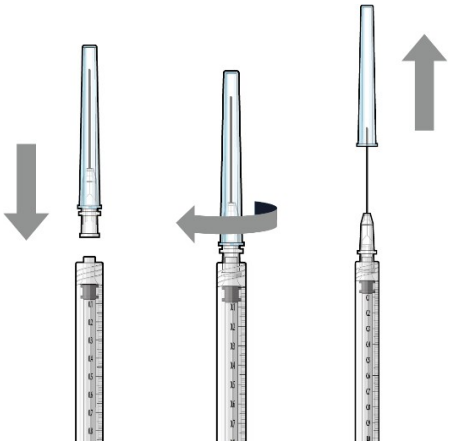

Figure 13
- Attach a filter needle to the syringe by screwing it tightly onto the Luer lock (Figure 13).